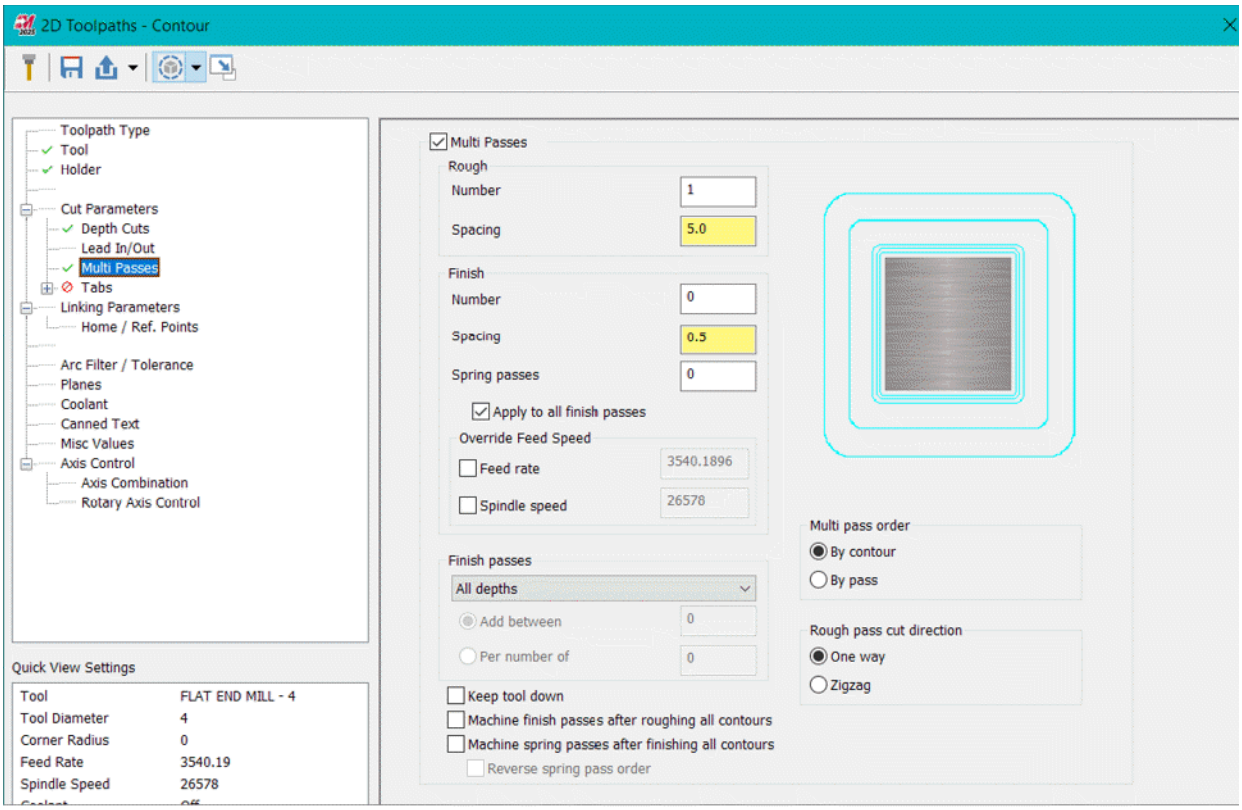

Figure-10. Multi Passes options
- Select **Multi Passes** option from the left area in the dialog box if you want to specify multiple number of passes for roughing or finishing operations in the machining. After selecting this option, select the **Multi Passes** check box to activate the options; refer to Figure-10.